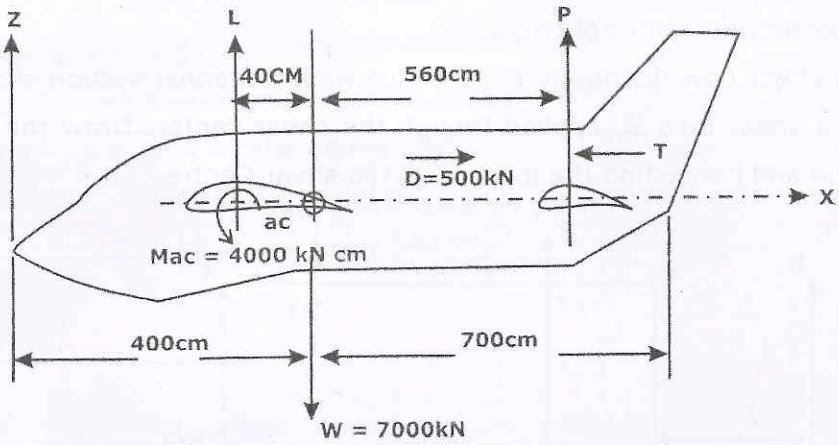

Fig. 1
b. An airplane in static equilibrium is shown in Fig.1. Find the engine Thrust T, Lift L and the Tail load P. **10**